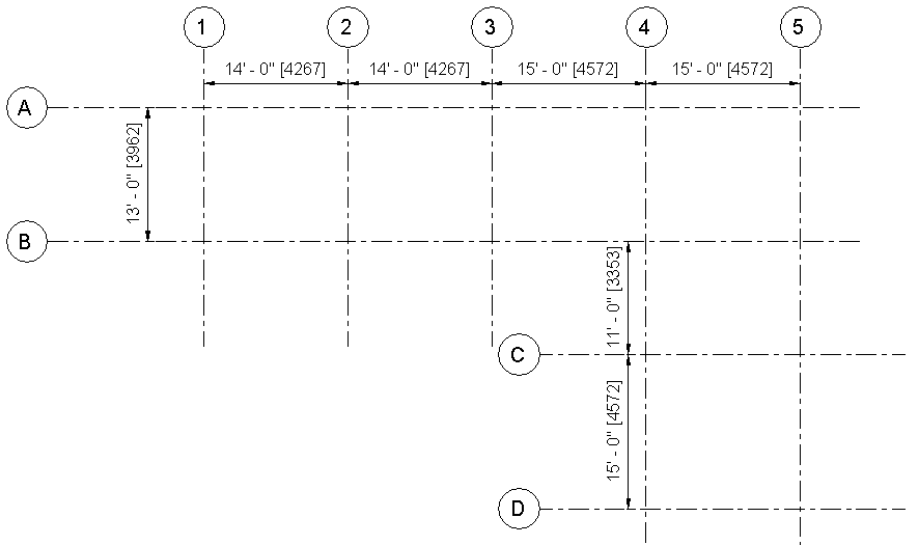

Figure 3-67 *The grid lines with new names for the Factory Shed structure*
In this exercise, you will add levels and grids to the project file created in Exercise 2 of Chapter 2. Refer to Figure 3-67 for grid dimensions and names. Use the following project specifications:
5. Grids to be added in the **Plinth** project view using dimensions and names, as shown in Figure 3-67.